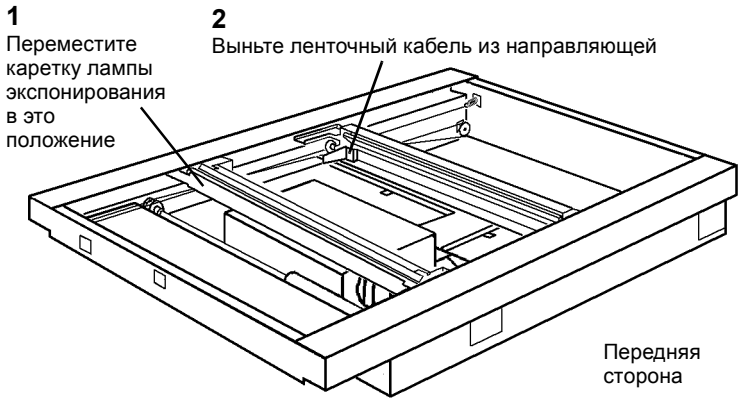

Рисунок 1 Подготовка к снятию каретки лампы экспонирования
4. Подготовьтесь к снятию каретки лампы экспонирования (Рисунок 1).